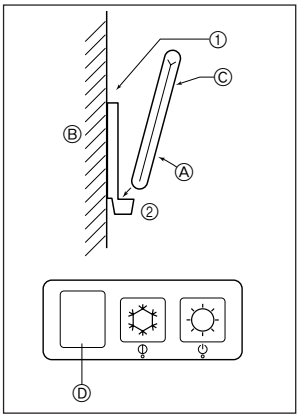

Fig. 6-5
2) Aufstellverfahren (Fig. 6-5)
① Die Halter der Fernbedienung mit zwei Blechschrauben am gewünschten Ort anbringen.
② Die Unterseite der Fernbedienung in den Halter einsetzen.